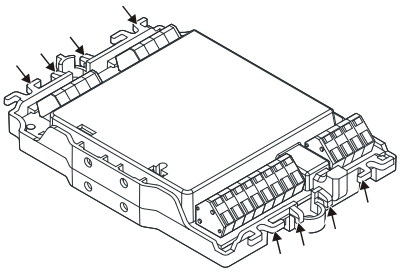

Fig. 9
4. Secure cables on module with cable ties (Fig. 9).
4. Befestigen Sie die Kabel mit Kabelbindern am Baustein (Fig. 9).